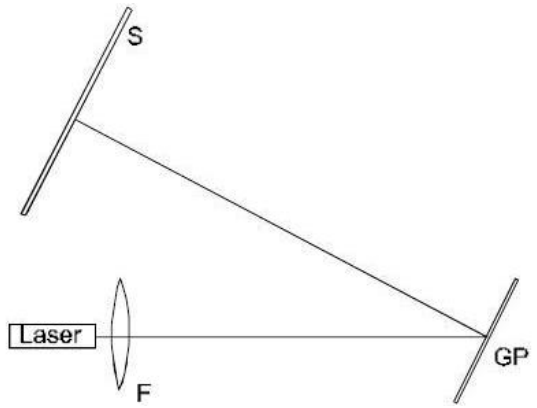

Fig.1 Experimenteller Aufbau (F = Linse, GP = Glasplatte, S = Mattglasschirm)
- Laser ohne die Linse in einer Ecke der Metalltafel platzieren, so dass der Strahl parallel zur langen Seite der Tafel verläuft (siehe Fig. 1).